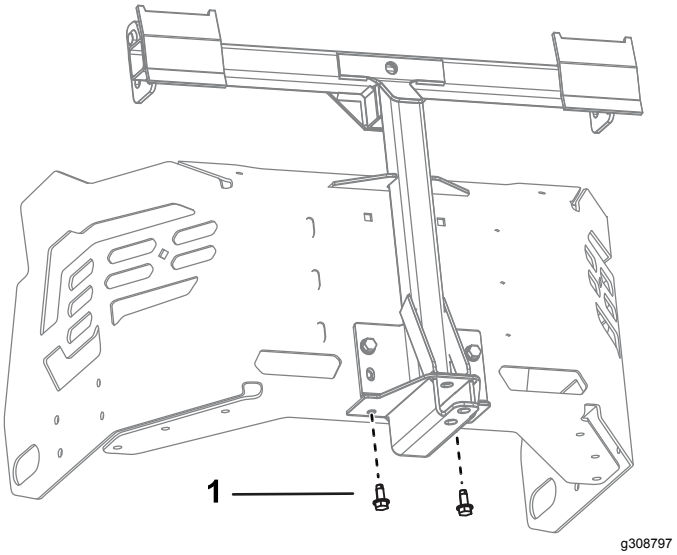

Figur 16
3. Ta bort de två befintliga självgängande skruvarna längst ned på maskinramen (Figur 16).
5. Positionera svängramen uppåt och sätt fast den längst ned på maskinramen med hjälp av två självgängande skruvar (5/16 x ¾ tum) enligt Figur 16.